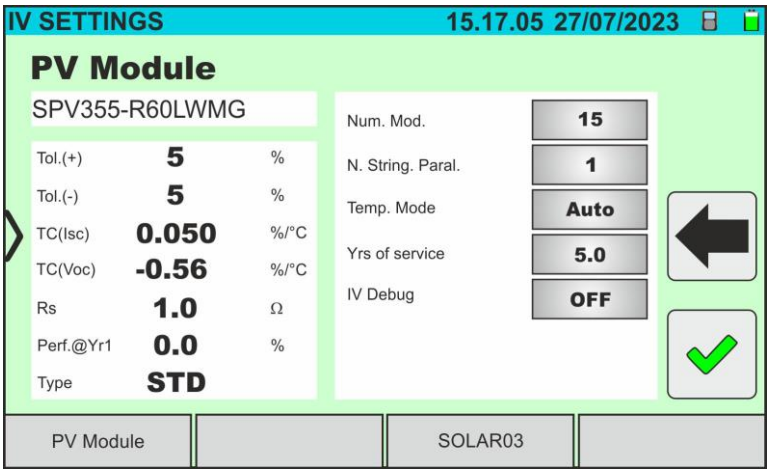

Fig. 37: I-V curve measurement parameter settings
6. Tap on the "**Settings**" key (Monofacial module reference). The following screen is shown in Fig. 37. The following parameters are given: